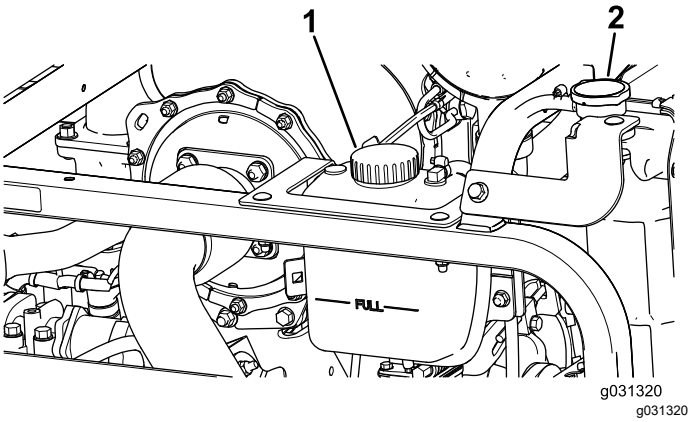

Figur 118
1. Ta av kylarlocket och locket till expansionstanken försiktigt (Figur 118).
2. Kontrollera kylvätskenivån i kylaren (Figur 118).